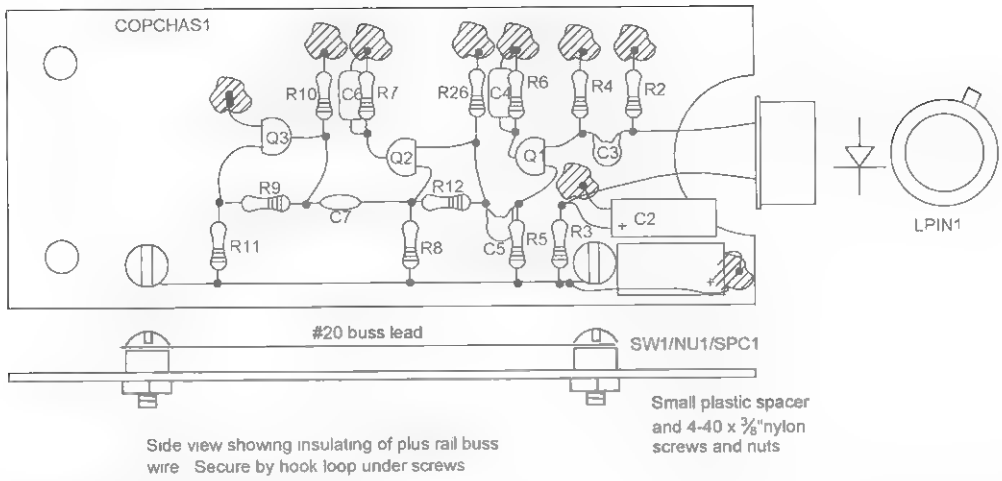

Figure 2-5 *Assembly of the laser chassis*
5. Figure 2-5 shows the wiring of the COPCHA1 copper chassis. This type of wiring is preferred for high-frequency and sensitive, low-noise circuitry. It is used in this circuit due to the fast-rise-time, low-level-voltage pulses.